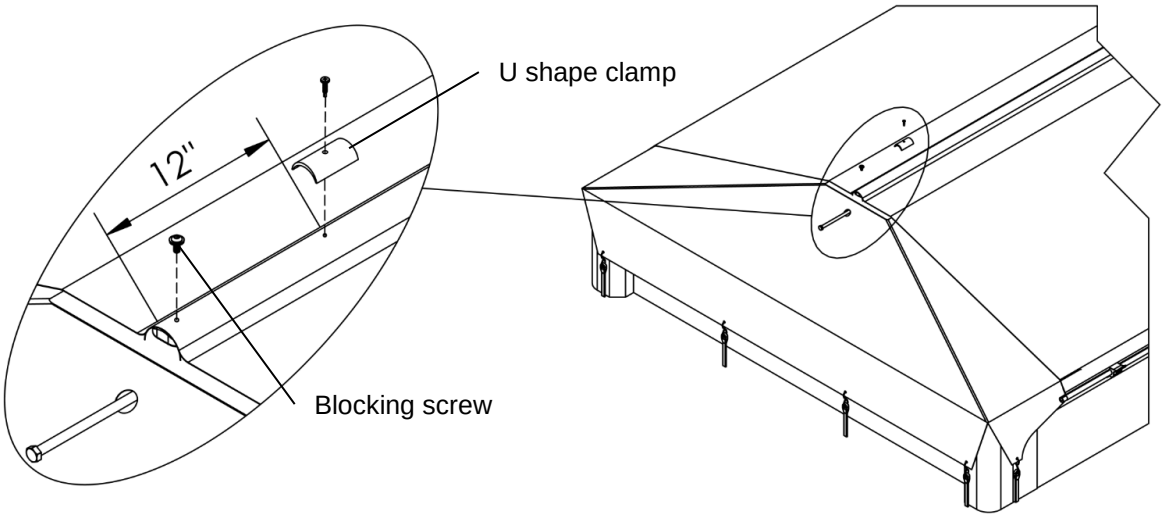

Figure 2
4. **Figure 2.** Going to the rear of the trailer, extend the tarp and install the blocking screw inside the connector of the rolling pipe.